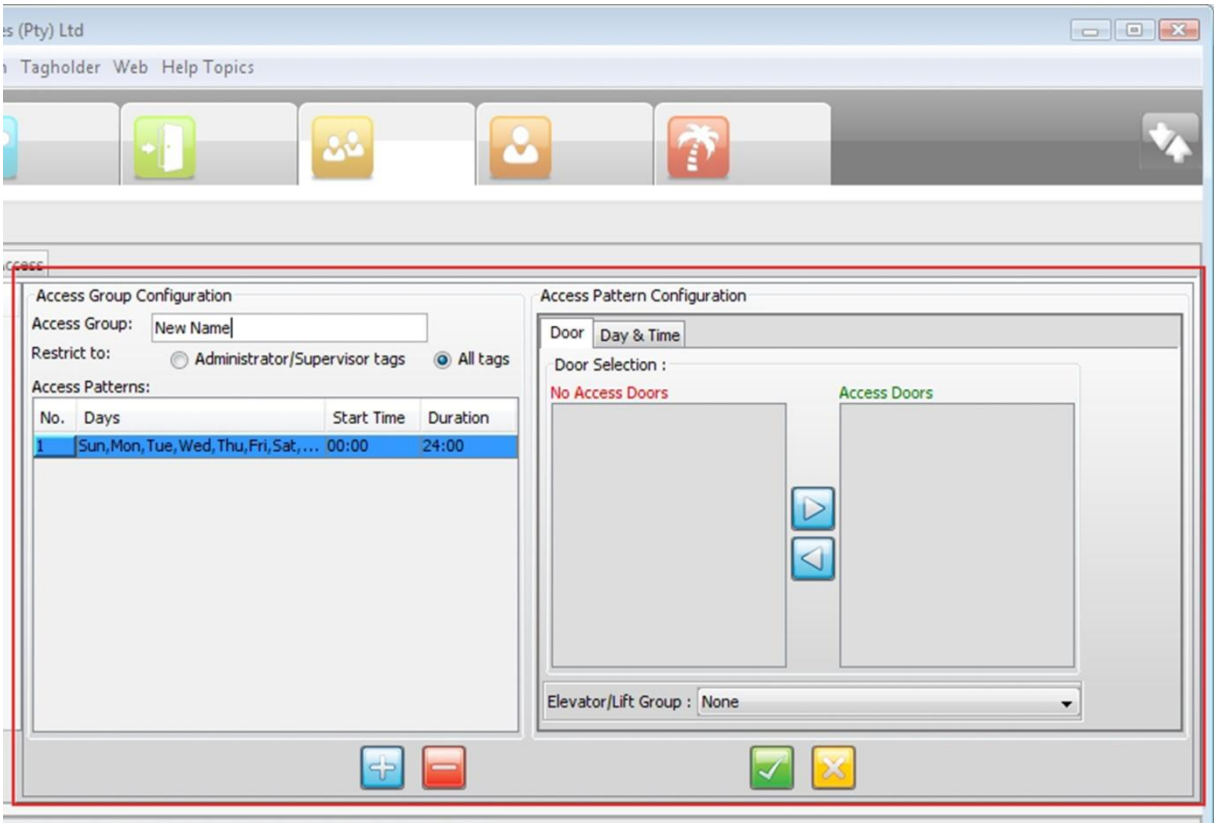

Figure 8 – Right-hand Side of the Access Group Pane (General Access Tab Selected)
6. As highlighted in Figure 8, click the button.